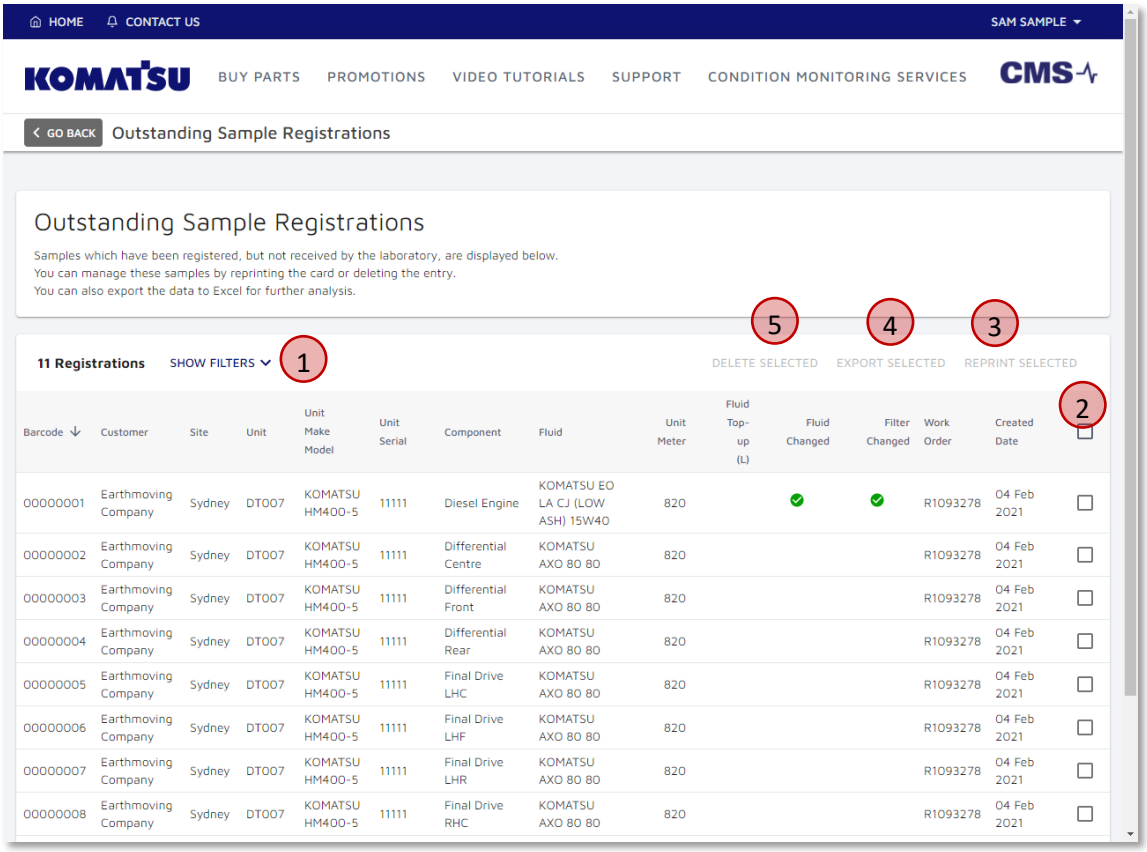
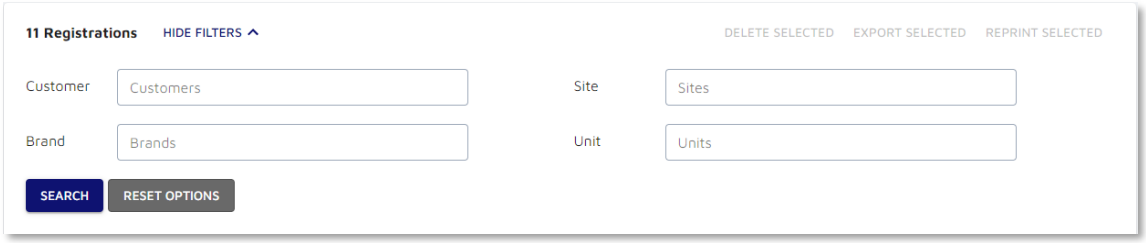

Figure 4.11 Outstanding Sample Registration Page.
Figure 4.12 Outstanding Sample Registrations - Filtering Options.
This will take us to the outstanding sample registrations (Figure 4.11).
If there are a large number of registrations outstanding, we can filter it down using filters (① in Figure 4.11). Click to show the filters, which will expand and show the fields available for filtering (Figure 4.12).
In the event that we need to re-print a sample registration, we can do this by selecting the tick box next in the row of the sample we want to re-print (① in Figure 4.11), and then click the **Reprint Selected** button (② in Figure 4.11).
We can also export outstanding registrations to an Excel spreadsheet, in case we need to do some analysis. The same table displayed will be exported. To do this, we should select the sample(s) of interest (① in Figure 4.11), and then click the **Export Selected** button (③ in Figure 4.11).
Finally, at some point we may want to delete some sample registrations. This could be because we have made an error on the registration, or another registration was created for the same sample. In this case, we can again select the sample(s) for deletion using the tick boxes (① in Figure 4.11), and then click the **Delete Selected** button (④ in Figure 4.11). A prompt will appear asking you to confirm the deletion (prompt will appear differently in each browser).